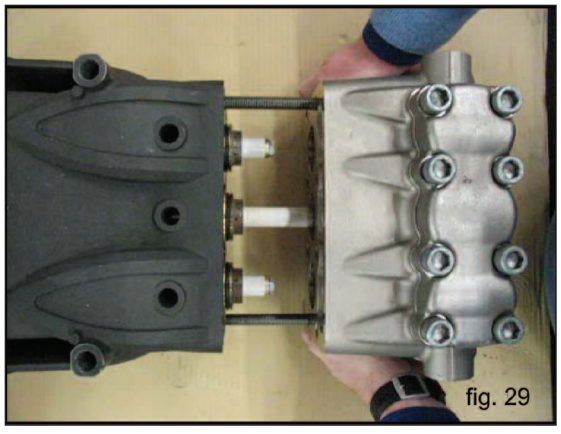

fig. 29
2. Using two screws - auxiliary pin (p/n F27508200) fastened to the crankcase as indicated in fig. 29, position the complete head, being sure that it is centered on the central plunger only.